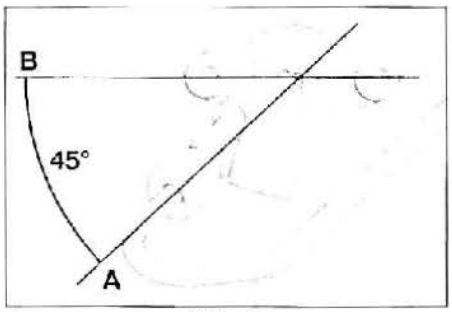

FIG. 32
respetar la inclinación de 45° entre (A) y (B) **(fig. 32).**